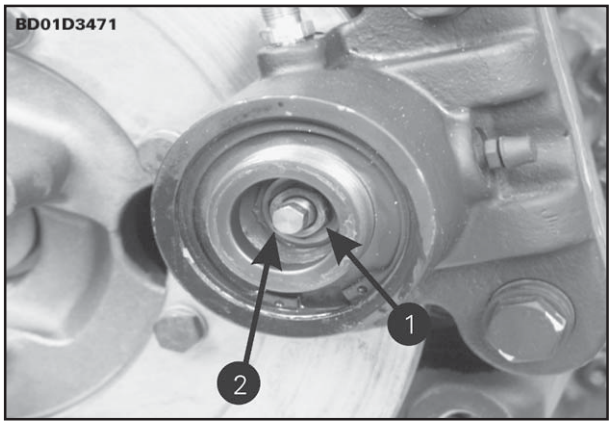

Fig. 4
7. Solte e remova a tampa do freio de estacionamento (fig. 4).